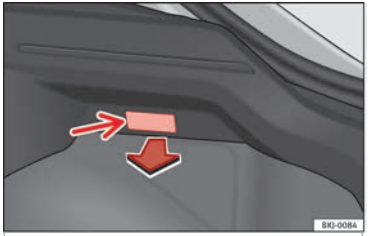

Fig. 103 Boot light.
– Extract the bulb by pressing on its inside edge -arrow- using the flat side of a screwdriver ››› **Fig. 103**.